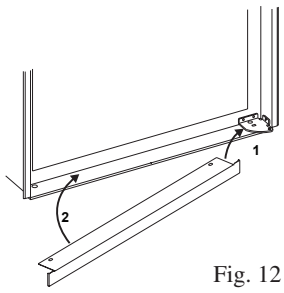

Fig. 12
a) Install the lower front strip by sliding it under the bottom hinge plate, as shown in Fig. 12.